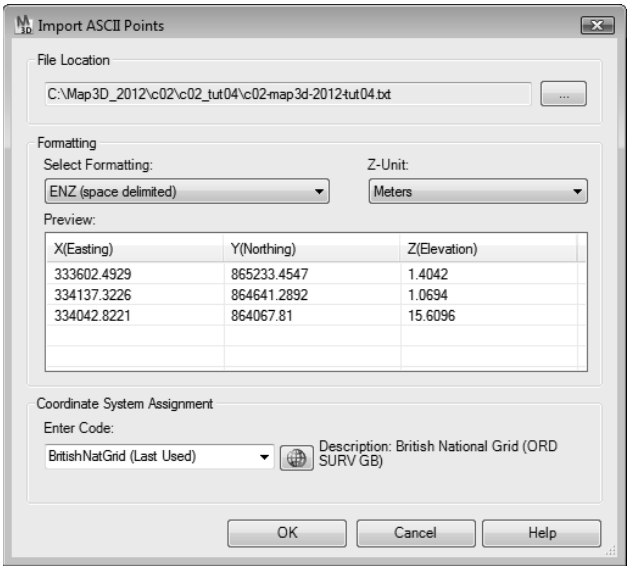

Figure 2-30 *The* ***Import ASCII Points*** *dialog box displaying the formatted data*
21. In the **Formatting** area of the **Import ASCII Points** dialog box, select the **ENZ(space delimited)** option from the **Select Formatting** drop-down list; the formatted data is displayed in the **Preview** display box, as shown in Figure 2-30.